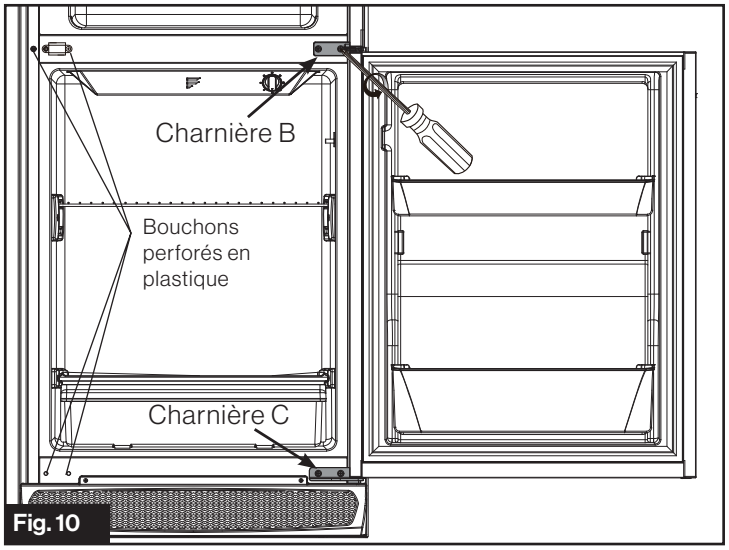

Fig. 10
2. Démontez la porte du réfrigérateur en retirant les vis de fixation des charnières B et C. (Fig. 10)